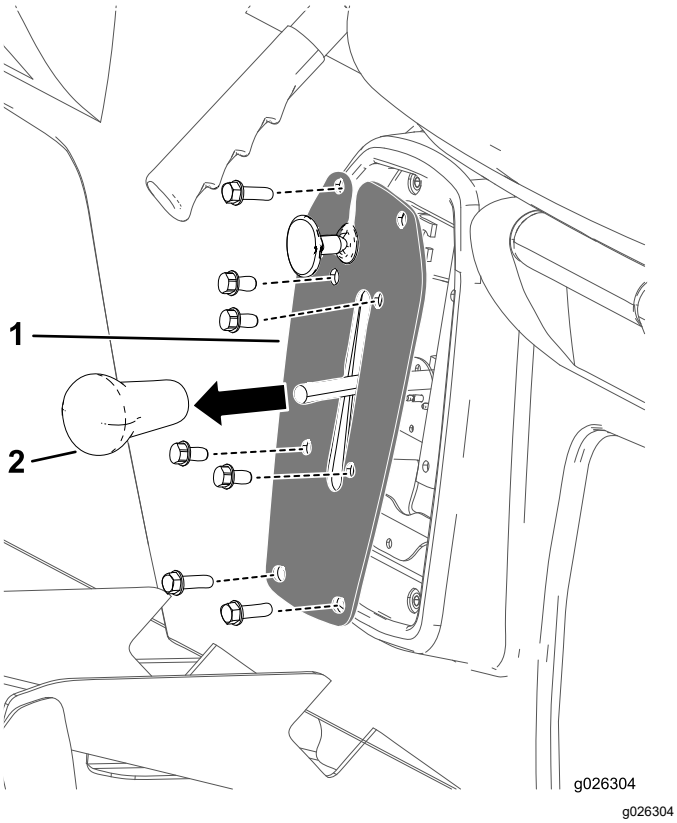

Figuur 1
1. Verwijder de knop van de schakelhendel (Figuur 1).
2. Verwijder de 4 bouten waarmee de schakelhendelplaat is bevestigd aan de schakelbeugel (Figuur 1).
3. Verwijder de 4 bouten waarmee de schakelhendelplaat is bevestigd aan de stoelbasis en verwijder de schakelhendelplaat (Figuur 1).